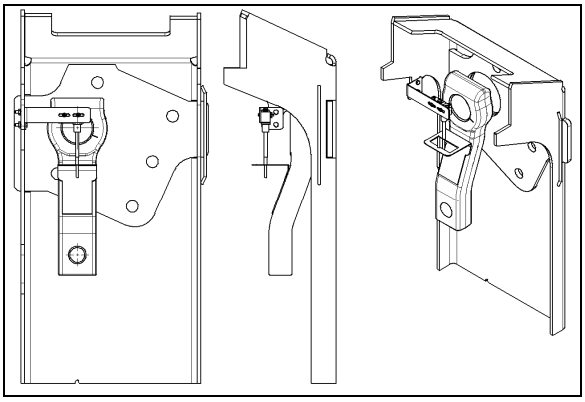

**FIGURE 21: TAG AXLE UNLOADING SWITCH ADJUSTMENT** 14061
2. Line up switch lever with reference to the bracket center (Refer to Figure 21).